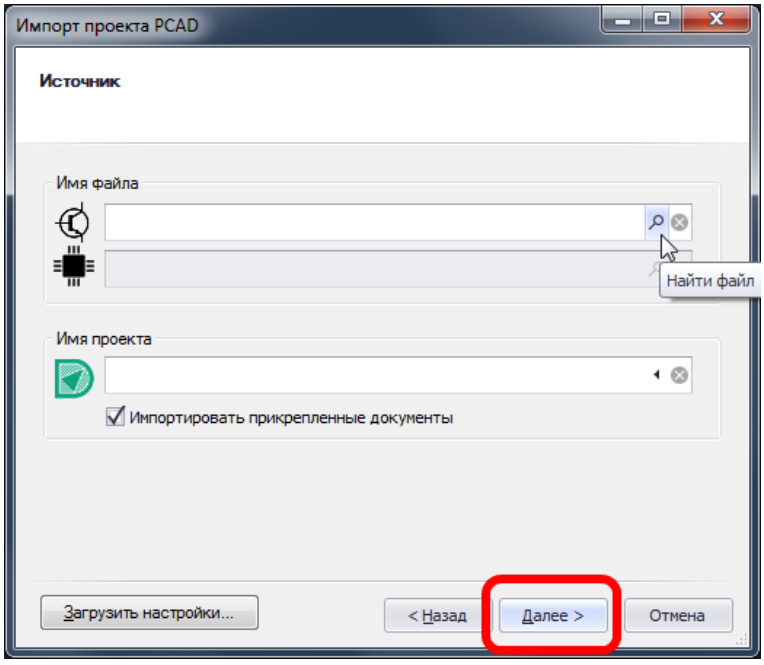

Рис. 361. Переход ко второму этапу импорта
5. Нажать кнопку «Далее» для перехода к следующему этапу импорта, см. Рис. 361.